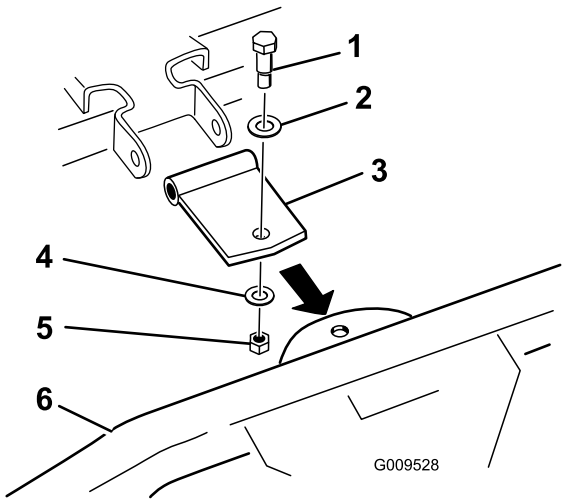

図 4
- ストレート・ピボット・ブラケットは 図 4 のように使う（ツース・レーキ側のブラケットが下向きの場合）湾曲ピボット･ブラケットは廃棄する。